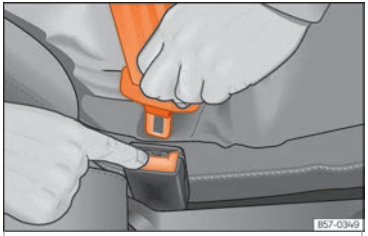

Fig. 11 Relâcher la languette du boîtier de verrouillage la fermeture de la ceinture.
- Appuyez sur la touche rouge sur le boîtier de verrouillage ››› fig. 11. Le pêne sera expulsé du boîtier de verrouillage.